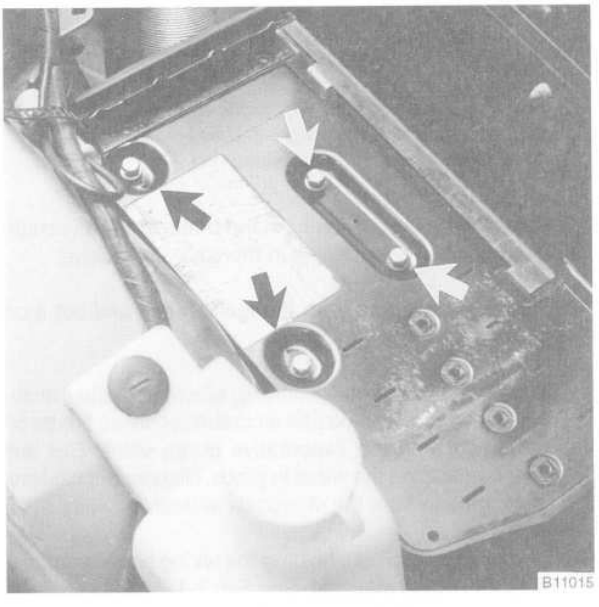

Fig. 9. Battery tray mounting bolts (**arrows**).
3. On cars with the battery in the engine compartment, remove the battery from the car. Remove the battery tray mounting bolts and remove the tray. See Fig. 9.